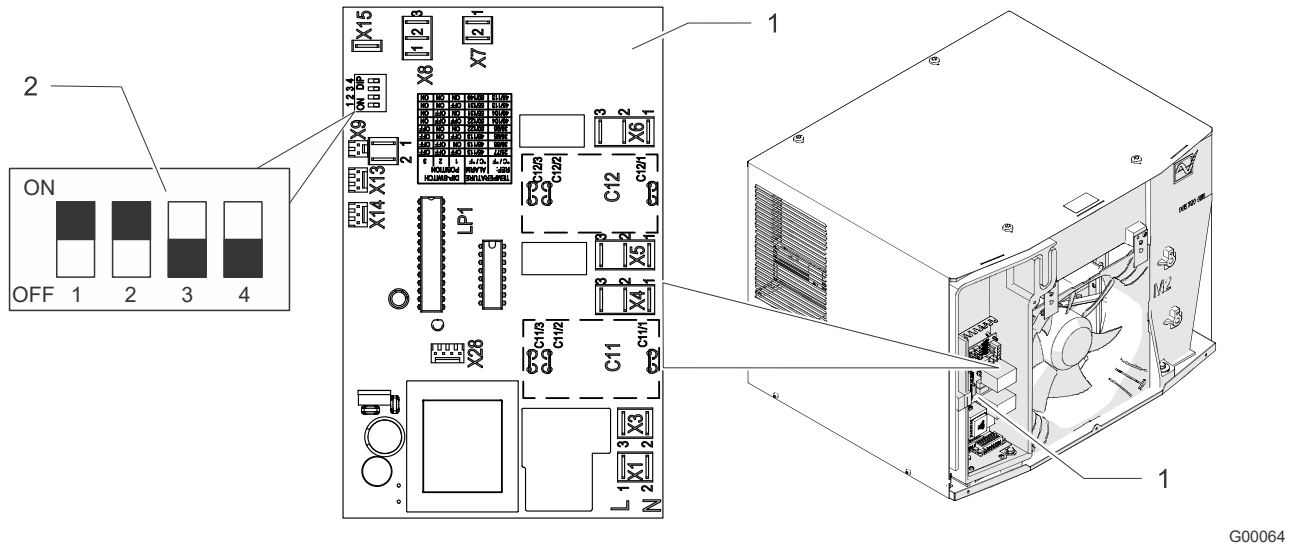

Fig. 21: Ajuste del interruptor DIP
2. Ajuste el interruptor DIP («Fig. 21», pos. 2) en el controlador según «Posibilidades de ajuste del interruptor DIP», Página 42.